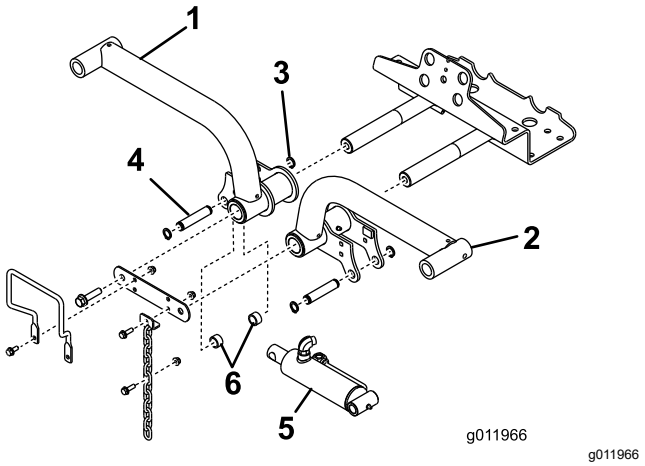

Rysunek 15
4. Należy założyć ramiona podnoszące na ich osie (Rysunek 15) i zabezpieczyć uprzednio zdemontowanym łącznikiem osi (przykręcamy łącznik uprzednio odkręconymi śrubami).
2.	Pierścień sprężysty	5.	Podkładki (2)
6. Kołkiem montażowym i 2 podkładkami należy połączyć prawy koniec siłownika z prawym ramieniem (Rysunek 15). Zabezpiecz połączenie pierścieniem sprężystym.